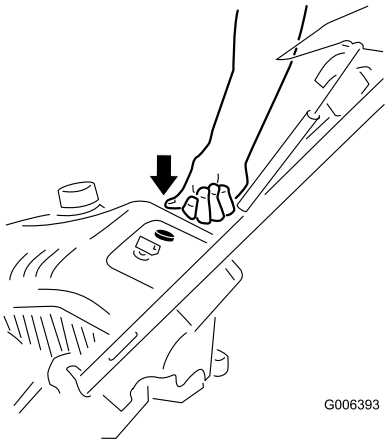

Figur 15
3. Skub spædepumpen ind tre gange med tommelfingeren, og hold spædepumpen inde i et sekund, før den slippes hver gang (Figur 15 og Figur 16).